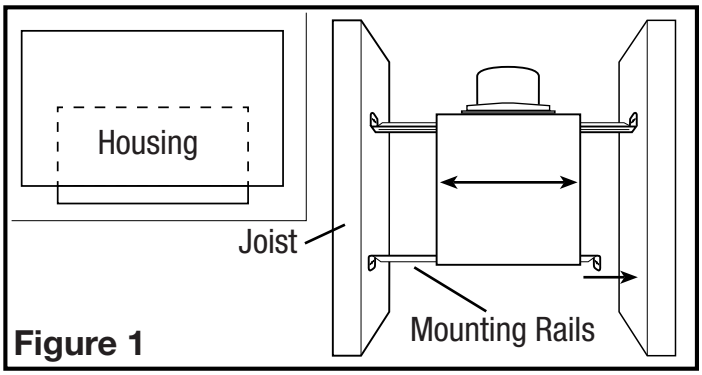
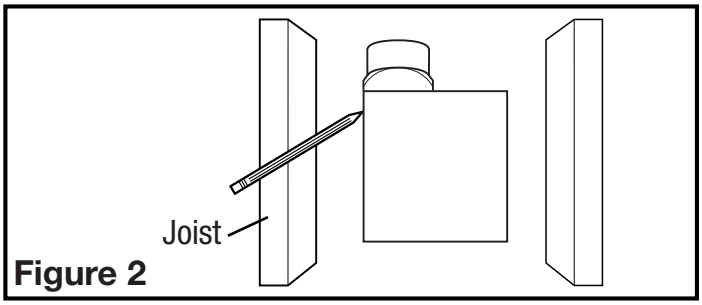

Figure 1
Figure 2
1. Install the rails into the mounting channel on the housing. Center the mounting channel in the slots on the housing, then from inside the housing tighten the mounting channel nuts so the channel is securely in place. Position the housing next to the joist. Line up housing so that it will be flush with the finished ceiling. Secure the ends of the rails with screws or nails (not included) to the joists and slide the housing into the final position **(Figure 1).**
1. Set housing in position between the joist and trace an outline onto the ceiling material **(Figure 2).** Set housing aside and cut opening, being careful not to cut or damage any electrical or other hidden utilities. Install the rails into the mounting channel on the housing. Center the mounting channel in the slots on the housing, then from inside the housing tighten the mounting channel nuts so the channel is securely in place. Position the housing in the previously cut hole so that it is flush with the finished ceiling. Secure the ends of the rails to the joists **(Figure 1).**